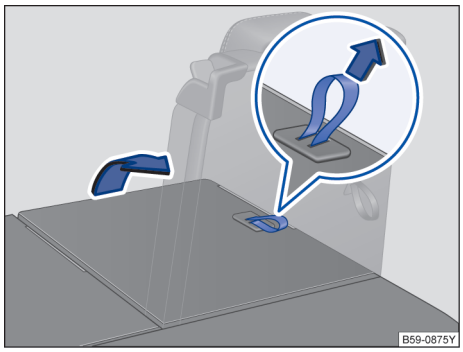

图 81 第三排座椅：翻回后座椅
– 拉起后座椅靠背上→ 图 81 的锁止拉环，即可翻回后座椅靠背。**或：**用手从车内翻回后座椅靠背。